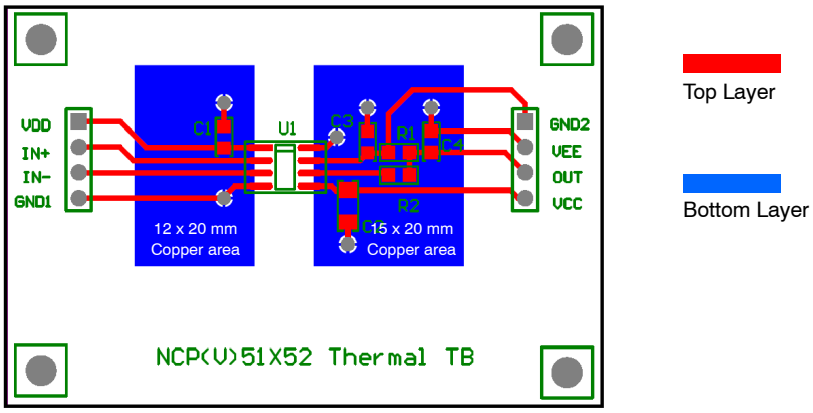

Figure 5. Reference Layout for the Type−B
8. As specified for a reference layout shown in Figure 5. The DUT is mounted on a 60 x 40 x 1.6 mm FR4 substrate with an additional heat spreading copper of 240 mm^2/300 mm^2 (Primary/Secondary). The copper thickness is 1oz and test conditions is under natural convection or zero air flow.